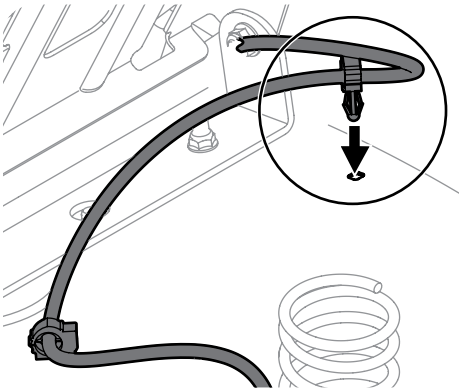

Figura 2-5
4. Usando las trabas del arnés (si están incluidas) unidas al arnés, asegure el exceso de cable al guardabarros colocando la traba del arnés en su lugar como se muestra en la Figura 2-5.